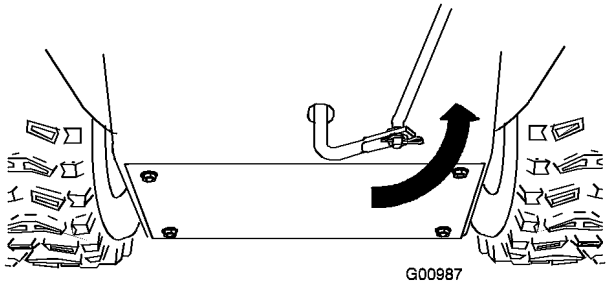

Figur 7
5. Rotera den undre länkarmen helt uppåt (motsols) (Figur 7).